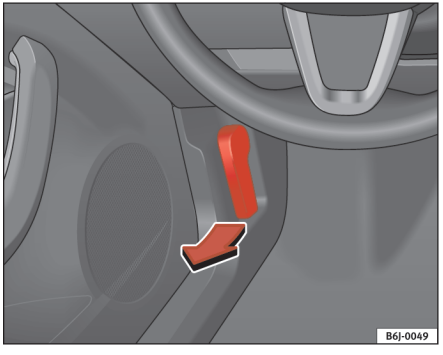

Fig. 119 Greb til motorhjelm
– Træk armen under instrumentpanelet ⇒ fig. 119 i pilens retning. Motorhjelmen udløses ved hjælp af en fjeder ⇒ ⚠.